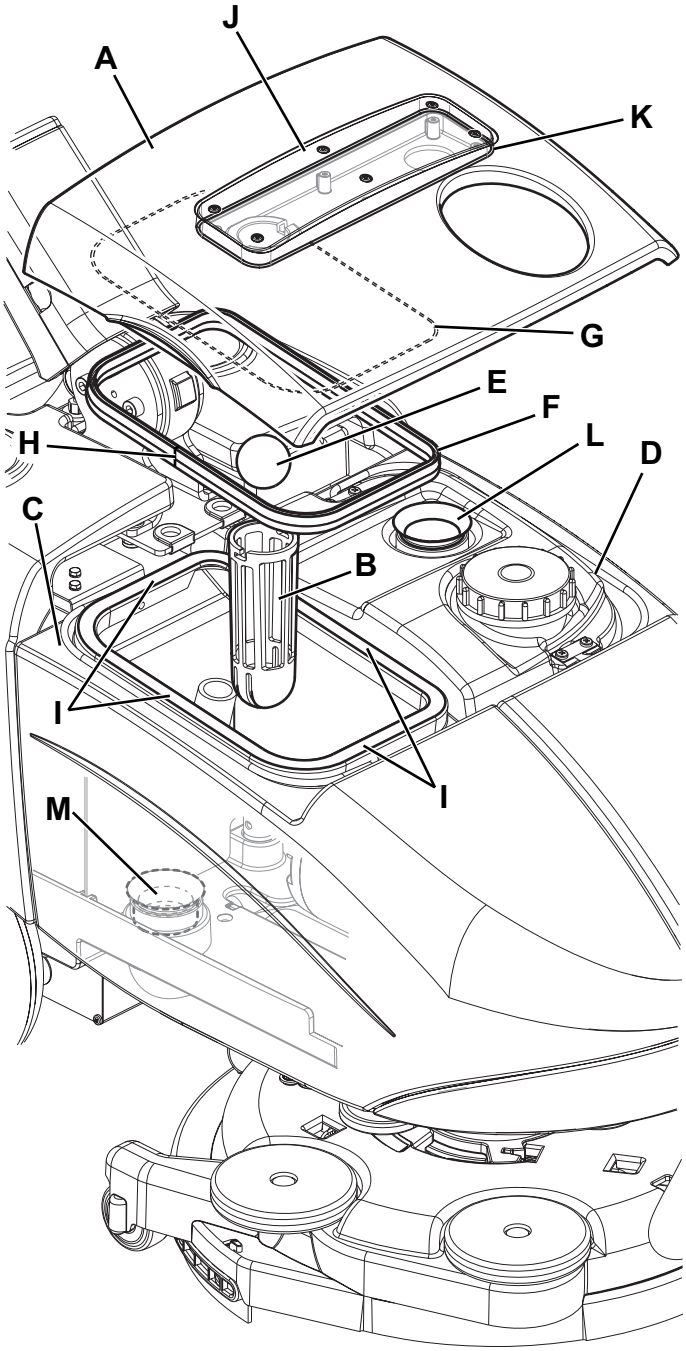

Abbildung 7
2. Sicherstellen, dass sich der Wählknopf (31) in der Position „0“ befindet, den Steckverbinder der Batterie (7) trennen.
3. Deckel (A, Abb. 7) anheben und Deckel sowie Ansauggitter (B) mit Frischwasser reinigen und spülen.
5. Sofern erforderlich, Gitter (B) ausbauen und Schwimmer (E) entnehmen. Sorgfältig reinigen und wieder einbauen.
6. Überprüfen, ob die Dichtung (F) des Schmutzwassertankdeckels unversehrt ist.
3. Abdeckung (A, Abb. 7) öffnen und überprüfen, ob die Dichtung (L) des Ansauganlagenmotors unversehrt ist. Falls erforderlich, Dichtung aus ihrem Sitz herausnehmen und auswechseln.
4. Den Schmutzwassertank (C) ausbauen.
5. Die Unversehrtheit der Deckeldichtung (M) des Schmutzwassertanks prüfen. Falls erforderlich auswechseln.